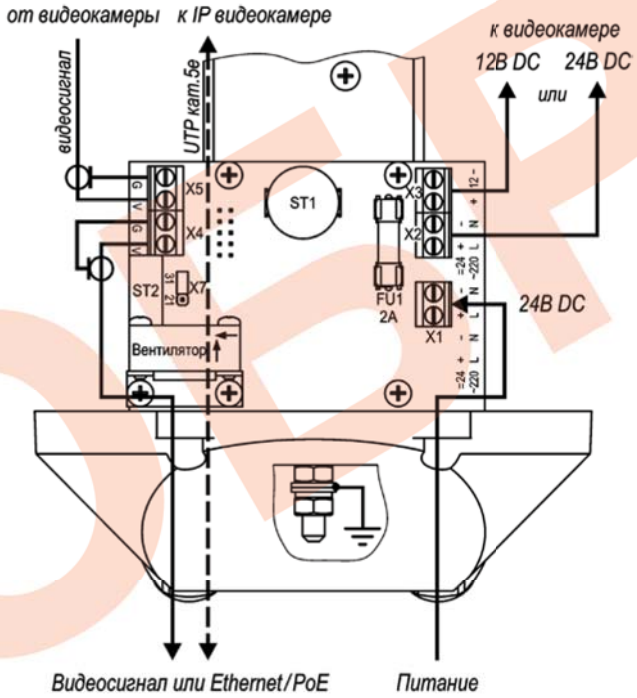

Рис.2 Подключение ТГБ-7 ТВ-24/12(24
4. Подсоединить видеокамеру к контактам платы коммутации в соответствии со схемой подключения (рис.2, 3 или 4).
5. Ввести через гермовводы внешние кабели (кабель видео или интерфейсный кабель и кабель питания) и подключить их к плате коммутации (рис.2 или 3).
Предприятием изготовителем джампер X7 установлен в положение «31» - мощность обогрева 31 Вт, для изменения мощности на 21 Вт джампер X7 необходимо переставить в положение «21» (см. рис.2 и 3).